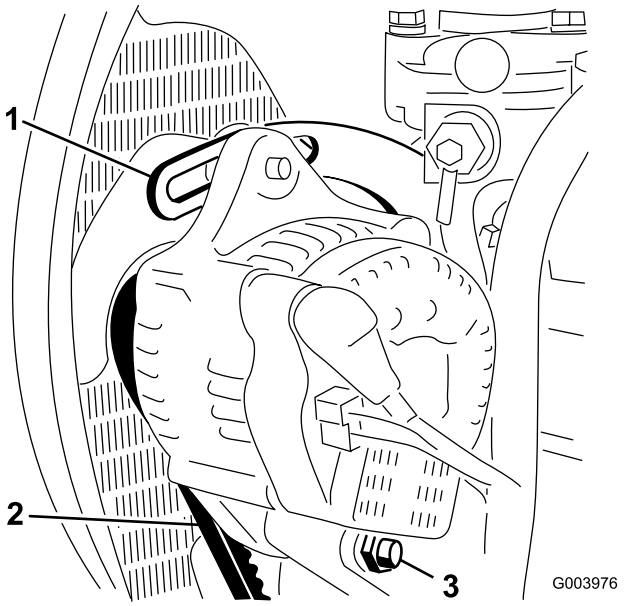

Figuur 67
2. Controleer de spanning van de riem door deze (Figuur 67) midden tussen poelies van de wisselstroomdynamo en de krukas in te drukken met een kracht van 10 kg.
3. Draai de bout los waarmee de beugel is bevestigd aan de motor (Figuur 67), alsmede de bout waarmee de wisselstroomdynamo is bevestigd aan de beugel en de ankerbout.